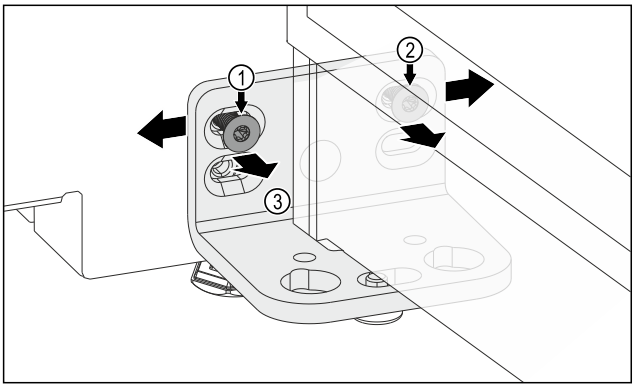

Fig. 8
▶ Povolte šroub *Fig. 8 (1)* a šroub *Fig. 8 (2)*. Na šrouby *Fig. 8 (2)* budete potřebovat krátký zahnutý šroubovák.
▶ Přesuňte dveře s úhelníkem závěsu *Fig. 8 (3)* doleva.
▶ Přesuňte dveře s úhelníkem závěsu *Fig. 8 (3)* doprava.
▶ Dveře dosáhly koncové polohy: Utáhněte šroub *Fig. 8 (1)* a šroub *Fig. 8 (2)*.